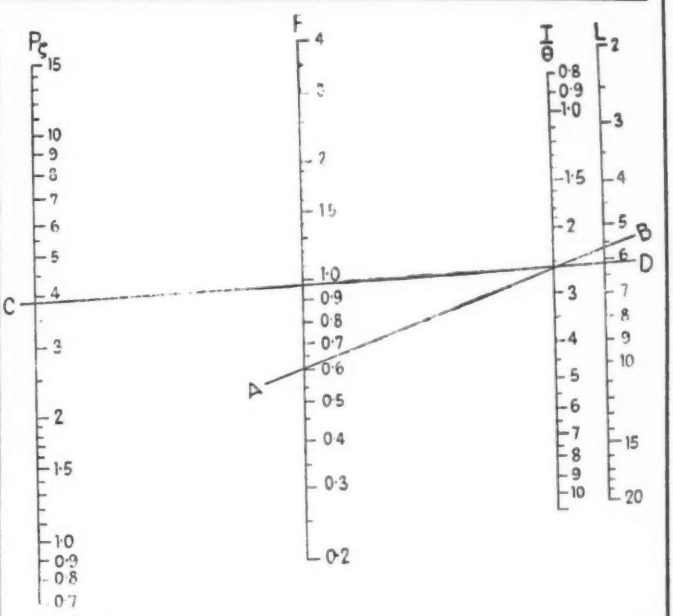

FIG. 2 (above). Nomograph for the simultaneous solution of equations.
Fig. 6 is based upon McAllister's curve for n-pentanes plus, shown in his Fig. 2, which is the cumulative retrograde condensation by differential liberation of a gas sample from a California field. Curve A, Fig. 6, shows McAllister's curve converted to G.P.M., the cumulative loss in n-pentanes plus being shown above curve A and the cumulative recovery below. Curve B shows the instantaneous G.P.M. at successive pressures which was computed from Curve A. Curve B corresponds to the usual record of G.P.M. well tests plotted against pressure. At 2500 psi curve A shows that the average content of the gas so far produced had been 2.62 G.P.M., whereas, curve B shows that the gas being produced currently had 1.72 G.P.M.
This value is marked on the line $P\rho$ of Fig. 2.
4. Using the relevant point on the line T/θ (Fig. 2) as a pivot the length of the heater can be determined for varying flows by means of a ruler.
If the maximum flow is still below the desired figure, then it can be seen from Fig. 2 that the air inlet pressure must be higher, the air outlet temperature lower, or the tube wall temperature must be increased. The last two factors will give a greater flow by allowing a reduction in tube length.
Mark 2·55 on the T/θ line of Fig. 2.
Mark 3·96 on the $P\rho$ line of Fig. 2 and draw line AB (flow of 0·6 cu ft per sec.).